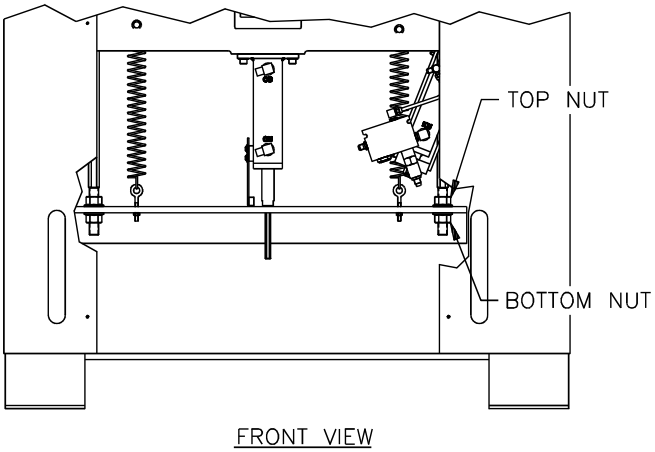

Figure 40
4. Loosen the bottom nut at the bottom end of each clamp pull down tie rod (Figure 40).